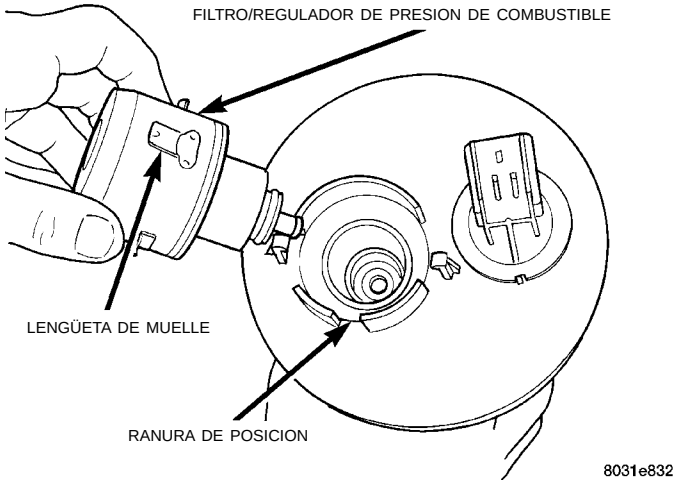

Fig. 20 Lengüeta de muelle en la ranura de posición
(1) Inserte el filtro/regulador en la abertura del módulo de la bomba de combustible y alinee las dos lengüetas de sujeción con la pestaña.
(2) Mientras aplica presión hacia abajo, haga girar el filtro/regulador a la derecha hasta que la lengüeta de muelle se enganche en la ranura de posición (Fig. 20).
(3) Conecte el tubo de combustible al filtro/regulador.
(4) Baje el vehículo del elevador.